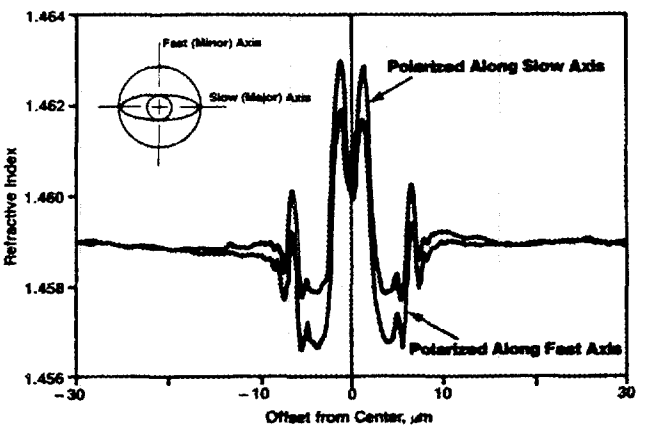

**Figure 1.** Refractive-index profiles of PZ fiber using linearly polarized light along the polarization axes.
3M™ polarizing (PZ) fiber is very similar to 3M™ polarization-maintaining (PM) fiber. Like its sibling, the fiber has a circular core and barrier surrounded by an elliptical stress-applying region; resulting in high modal birefringence. In addition, the PZ fiber has a thin, low-index ring between its core and cladding. (See Figure 1)
3M polarizing fiber utilizes a depressed-well cladding or W-type refractive index profile. Careful design of the various fiber structures results in polarized light "seeing" the different refractive index profiles shown in Figure 1. Under these conditions, one polarization mode is cut off where the other orthogonal state is guided for a fairly wide wavelength band.